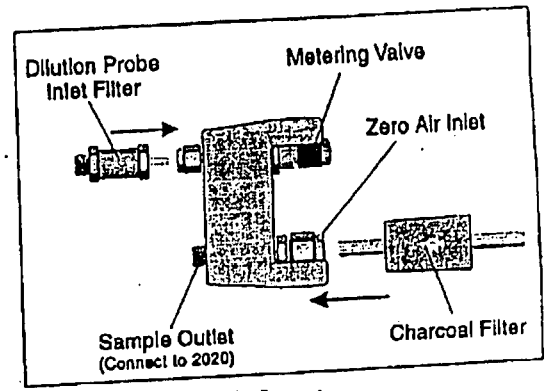

Figure 17 Dilution Probe Layout
1. Slide the charcoal filter tube into the 1/4" compression nut on the zero air inlet of the dilution probe. See Figure 17.
3. Slide the inlet filter into the 1/8" compression nut on the sample inlet of the dilution probe. See Figure 17.